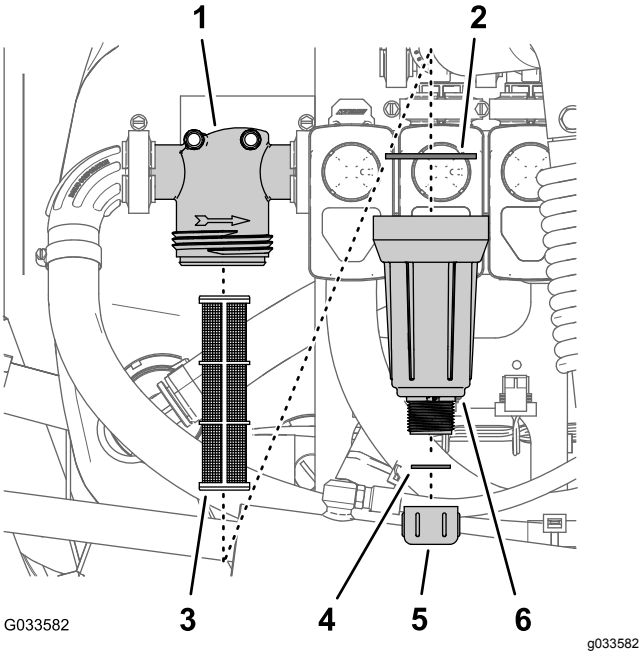

Figur 92
2. Plasser et tappefat under trykkfilteret (Figur 92).
3. Drei tappelokket mot klokken, og fjern den fra bollen i trykkfilteret (Figur 92).
4. Drei bollen mot klokken, og fjern den fra filterhodet (Figur 92).
5. Fjern det gamle trykkfilterelementet (Figur 92).
6. Kontroller om det er skader eller slitasje på tappepluggen (den er inne i bollen) og pakningen til bollen (inne i filterhodet) (Figur 92).
7. Monter det nye trykkfilterelementet i filterhodet (Figur 92).
8. Monter bollen på filterhodet og stram til for hånd (Figur 92).
9. Monter tappelokket på koblingen nederst på bollen og stram lokket til for hånd (Figur 92).